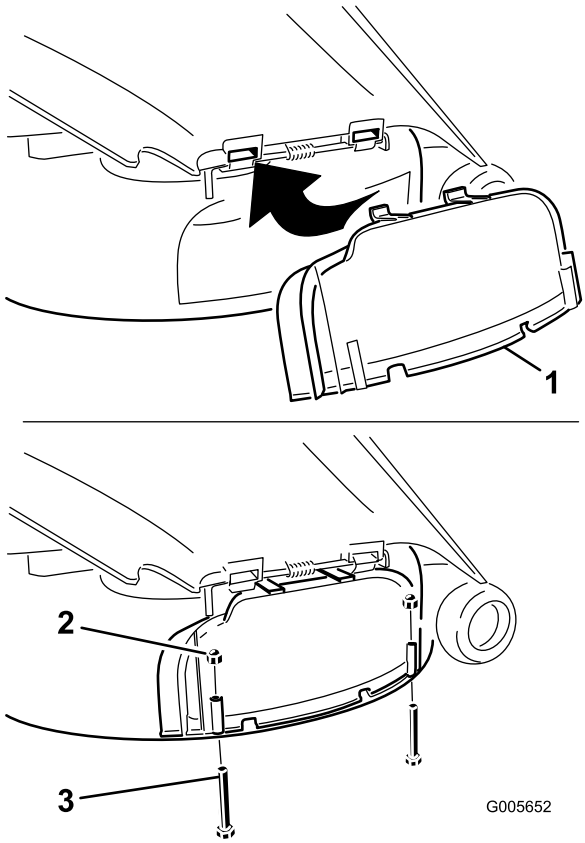

Figuur 28
5. Draai de afvoerafsluiter naar beneden op de opening en op de onderste lip van het maaidek (Figuur 28).
6. Zet de uitworpafsluiter vast aan de onderste lip van het maaidek met twee bouten (1/4 x 2-1/2 inch) en twee dopmoeren (1/4 inch) zoals getoond in Figuur 28.